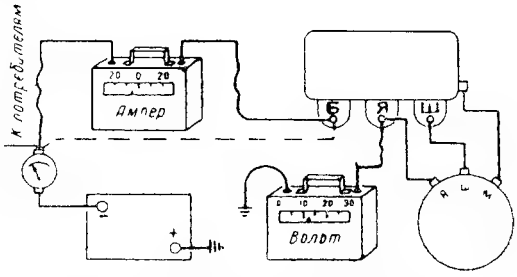

Рис. 50. **Схема проверки реле обратного тока.**
1. От'единить провод от клеммы Б реле-регулятора и включить между этим проводом и клеммой Б контрольный амперметр как указано на рис. 50.